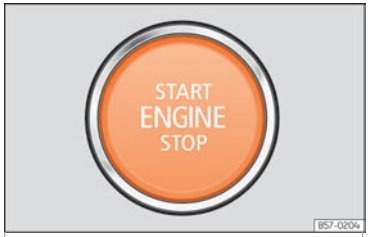

Fig. 136 Na parte inferior da consola central: botão de arranque. »
- Pressione o botão de arranque ››› Fig. 136 sem carregar no acelerador. Para que o motor arranque deve existir uma chave válida no veículo. Após o arranque do motor, a iluminação do botão START ENGINE STOP muda para iluminação fixa indicando que o motor arrancou.
• *Veículos com botão de arranque:* Pressione brevemente ou botão de arranque ››› Fig. 136.